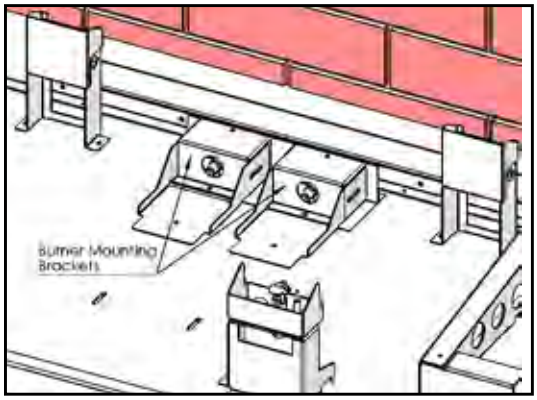
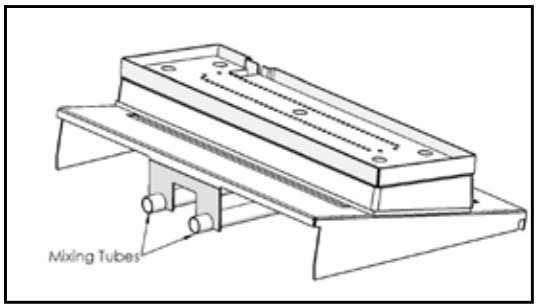
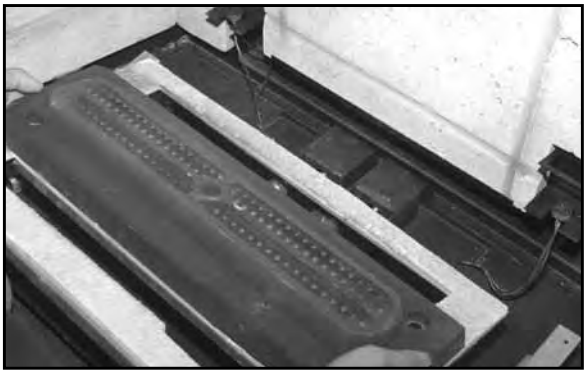

Figure 33: Burner Mounting Brackets
Figure 34: Mixing Tubes in Glass Burner.
Figure 35: Placing Glass Burner.
1. In the bottom rear of the firebox there are two (2) gas orifices in a housing that facilitate the air shutter mechanisms and the Burner Mounting Brackets are above them (See Figure 33). There are two (2) mixing tubes underneath the back of the burner (see Figure 34). Lift the burner into the firebox with the back of the burner tilted downward. Keep the burner high enough at the front to clear the pilot assembly. Line up the mixing tubes with the holes in the burner mounting brackets and slowly lower the front of the burner over the pilot assembly (see Figure 35).